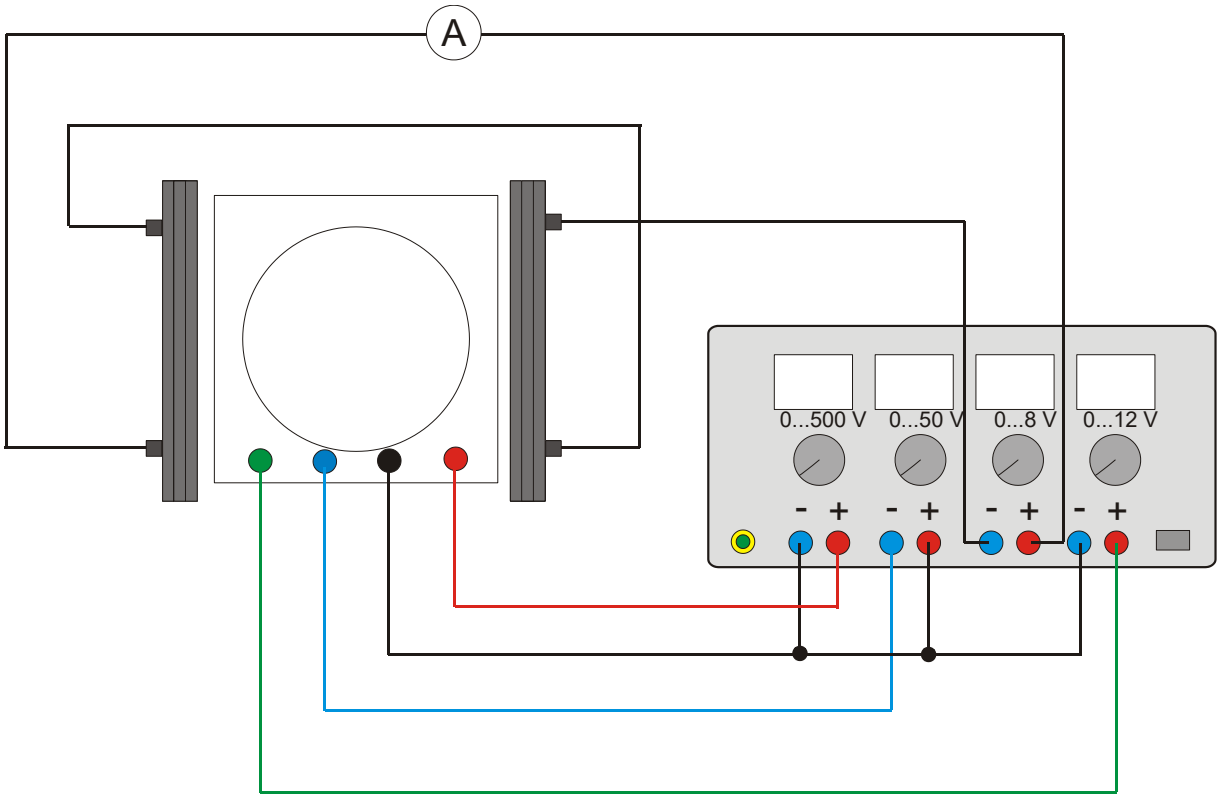

Fig. 4 Collegamento del tubo a fascio filiforme all'a-limentatore CC 500 V
- Cablare il tubo come indicato nella fig. 4.